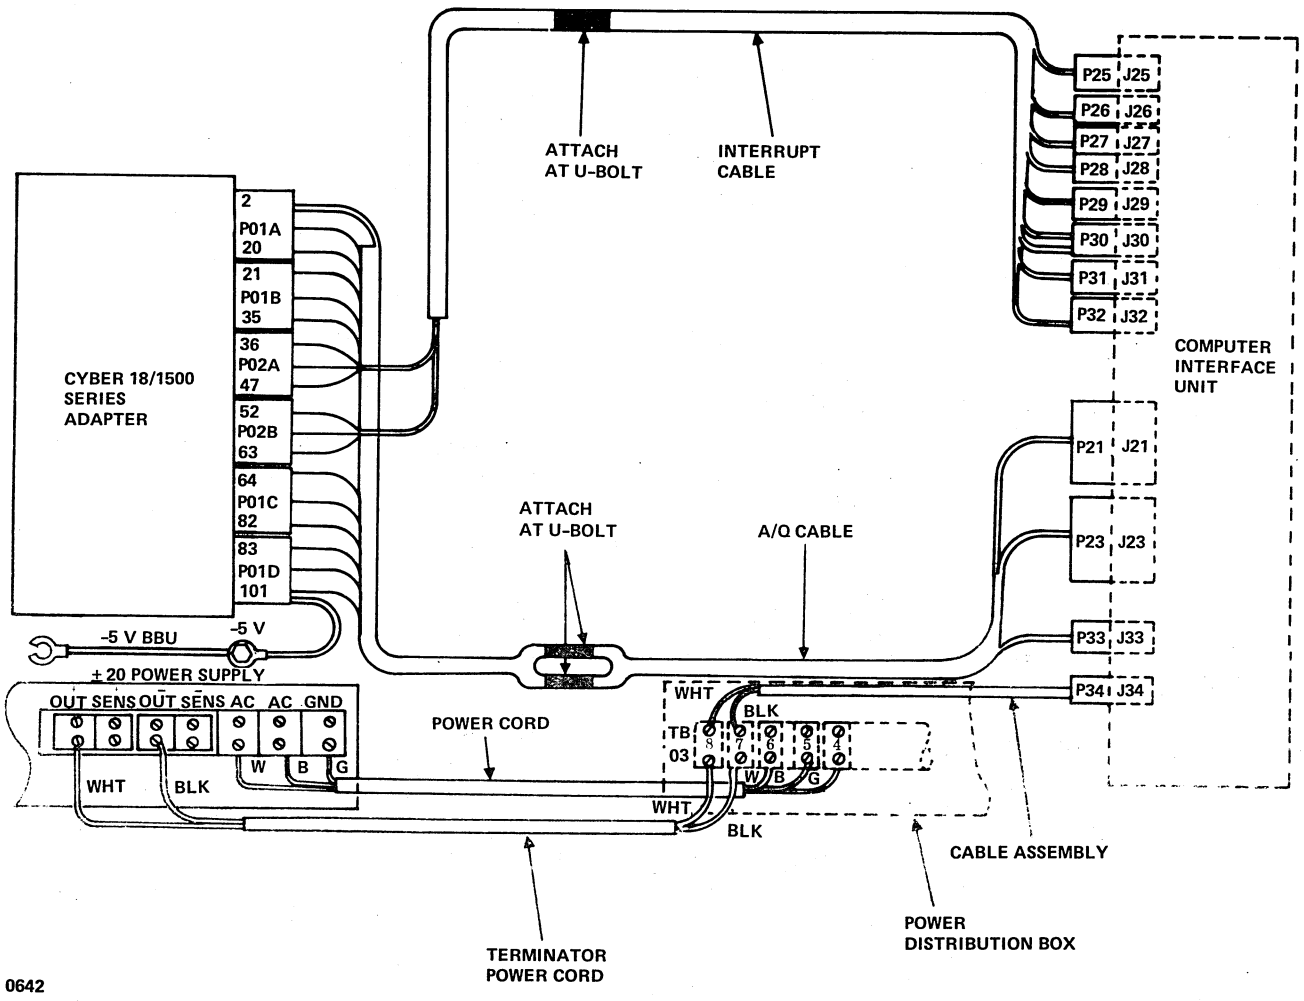

Figure 16-3. CYBER 18/1500 Series Adapter Cabling Diagram
3. Select the terminator power cord (part number 96744768) from the kit and insert the stripped and tinned wire ends through the power distribution box cable access clamp that has space available. Connect the white lead to terminal 8 and the black lead to terminal 7 of terminal block TB03 (figure 16-3).
4. Select the cable assembly (part number 38927906) from the kit and insert the stripped and tinned wire ends through the power distribution box cable clamp that has space available. Connect the white lead to terminal 8 and the black lead to terminal 7 of terminal block TB03 (figure 16-3).
5. Select the ac power cord (part number 96744767) from the kit and insert the stripped and tinned end through the power distribution box cable access clamp that has space available. Connect the white lead to terminal 6, the black lead to terminal 5, and the green lead to terminal 4 of terminal block TB03 (figure 16-3).
7. Connect the eyelet terminals to the power supply terminal block; black to AC line, white to AC neutral, and green to GND (figure 16-3).
9. Attach the termination power cord eyelet terminals to the power supply terminal block; white to +OUT and black to -OUT (figure 16-3).
10. Connect the cable assembly connector to the TERM PWR connector (J34) of the computer interface unit (figure 16-3).